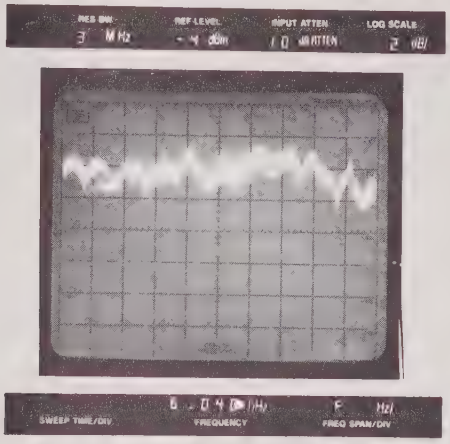

Figure 5-59. Frequency Response Adjustment CRT Display
x. Obtain on-screen display using REF LEVEL CAL. Adjust A20R13 B3B for minimum slope of trace. Adjust A20R12 B3A CCW so that the right side of trace drops 2 dB. Readjust A20R13 B3B for minimum slope (see Figure 5-59). Using REF LEVEL CAL and REFERENCE LEVEL FINE, set the best line. Do not readjust REF LEVEL CAL or REFERENCE LEVEL FINE in steps z through as.